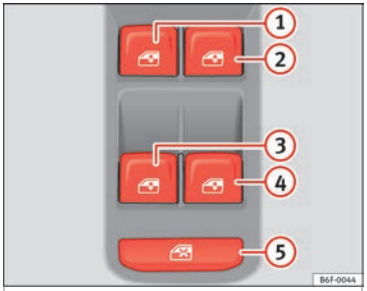

Rys. 145 Szczegółowy widok drzwi kierowcy: przyciski sterowania szybami z przodu i z tyłu.
Wyłącznik bezpieczeństwa ››› **rys. 145** (5) w drzwiach kierowcy służy do wyłączania przycisków okien elektrycznych w drzwiach tylnych.
Przyciski ››› **rys. 145** ①, ②, ③ oraz ④ mają dwa położenia do otwierania okna i dwa do zamykania. W ten sposób łatwiej jest otwierać i zamykać szyby do żądanego położenia.